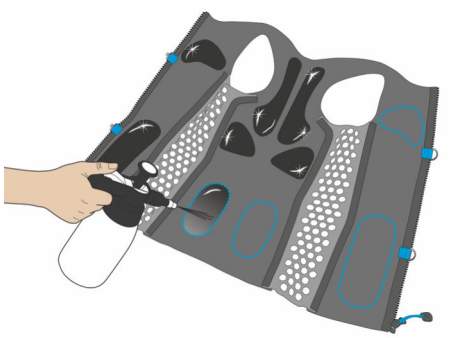

Fig. 34: Moistening the i-body®
2. Spray the i-body® with water until a visible film of water has formed on the electrodes (Fig. 34).